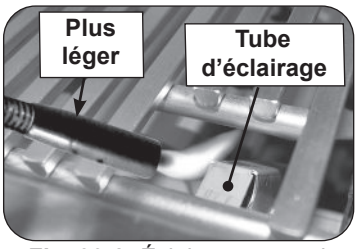

Fig. 30-2 Éclairage manuel via un tube d'éclairage
2. Passez un allumeur brûlant de butane de long-baril ou une allumette brûlante de long-tige dans la grille à cuire s'ouvrant au dessus du tube d'éclairage. (Fig. 30-2). Pour les brûleurs arrière, les brûleurs à haute puissance ou les brûleurs infrarouges, maintenez la flamme contre la surface du brûleur arrière/du brûleur à haute puissance/ du brûleur infrarouge.